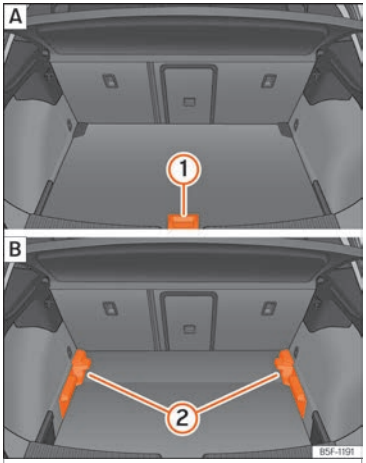

Abb. 129 Variabler Gepäckraumboden: A Hochstellung; B Tiefstellung. »
- Um von der niedrigen in die hohe Position überzugehen, heben Sie den Boden am Haltegriff ››› **Abb. 129** (1) an und ziehen Sie ihn nach hinten, bis der vordere Teil des Bodens vollständig über den Halterungen ››› **Abb. 129** (2) liegt.
- Den Gepäckraumboden nun bis zum Anschlag an den Rücksitzlehnen nach vorne schieben und mit Hilfe des Haltegriffs (1) absenken.
- Um von der hohen in die niedrige Position überzugehen, heben Sie den Boden am Haltegriff ››› **Abb. 129** (1) an und ziehen Sie ihn nach hinten, bis der vordere Teil des Bodens vollständig über den Halterungen ››› **Abb. 129** (2) liegt.
- Den vorderen Teil auf den Boden absenken und diesen bis zum Anschlag an den Rücksitzlehnen nach vorn verschieben und dabei den Boden gleichzeitig mit Hilfe des Haltegriffs (1) absenken.
- Bei einem variablen Boden in hoher Position diesen am Haltegriff anheben ››› **Abb. 129** (1), daran ziehen und in Richtung der Rücksitzlehne bewegen bis der Boden an der Scharnierlinie eingeklappt wird und sich der bewegliche Teil des Bodens auf diesem befindet.